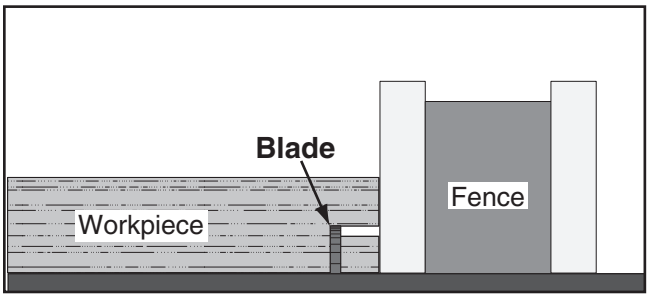

Figure 127. Second cut to create a rabbet.
7. Lay workpiece flat on table, as shown in **Figure 127**, adjust saw blade height to intersect with first cut, then perform second cut to complete rabbet.